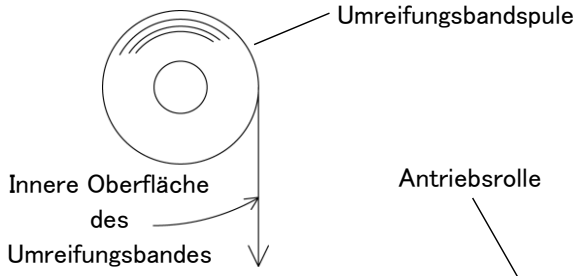

Abb. 5
3. Heben Sie den Kontakthebel ④ in die Nut ⑤ und bewegen ihn von Position A in Position B. Die Hebelbewegung schafft einen Weg für das Umreifungsband im Pufferbehälter und macht die Umreifung mit einem Handgriff möglich.
4. Ziehen Sie das lose Ende des Umreifungsbandes durch die seitlihe Freilaufrolle ⑥ und drehen die Bandspitze um 90° damit die innere Bandoberfläche nach untern zeigt (Abb. 5). Dann ziehen Sie es durch die Freiwinkelrolle ⑦ und ziehen ca. 15–20 cm in die quadratische Öffnung ⑧ in der Seite.